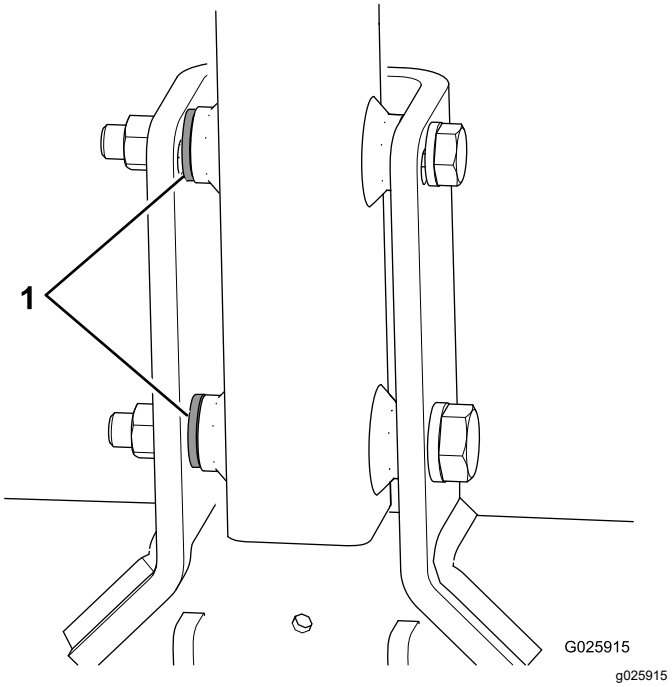

**Figur 6**
- Om en tredje bricka medföljer varje maskinskruv använder du dessa brickor som distansbrickor mellan dragkroken och tappfästets insida (Figur 6).